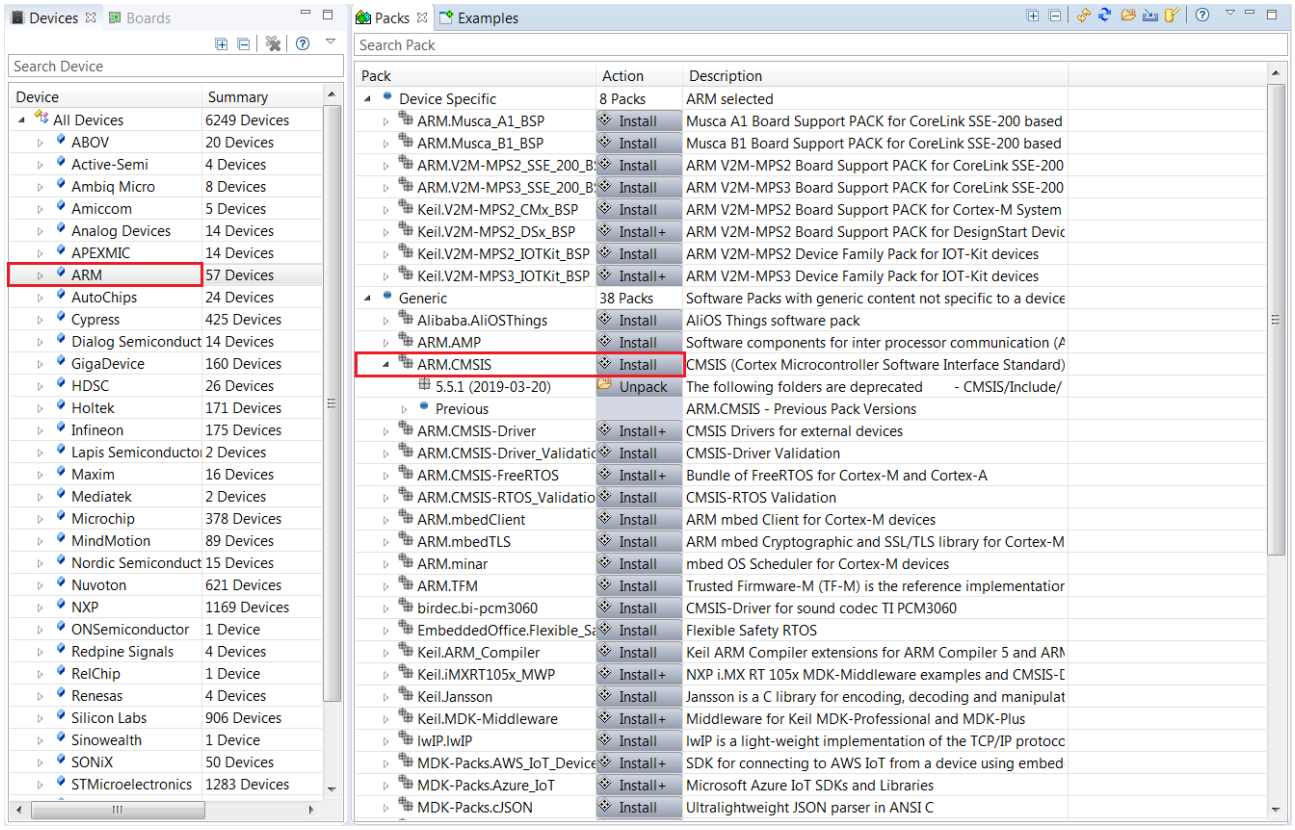

Figure 44. Installing the Arm CMSIS-Pack
The "Installing the Arm CMSIS-Pack" figure (Figure 44) shows an example of the Packs tab after checking for updates.
2. To manually install a CMSIS-Pack, select the **Packs** tab and search for the required CMSIS-Pack (in this example, we installed the **ARM.CMSIS** pack); click the **Install** button (shown in the "Installing the Arm CMSIS-Pack" figure (Figure 44)). Alternatively, follow the next steps to automatically resolve any Pack dependencies that are missing.